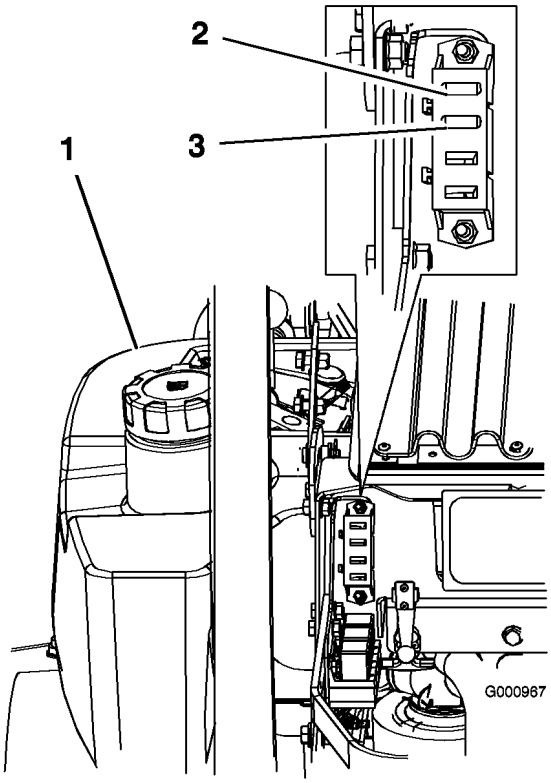

Figur 47
1. Hev motorpanseret for å få tilgang til sikringsholderen (Figur 47).
3. Sett inn en ny sikring (Figur 47).